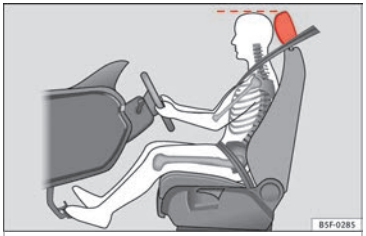

Fig. 2 Correct head restraint position for the driver.
– Adjust the head restraint so that its upper edge is at the same level as the top of your head, or as close as possible to the same level as the top of your head ››› **Fig. 2**.